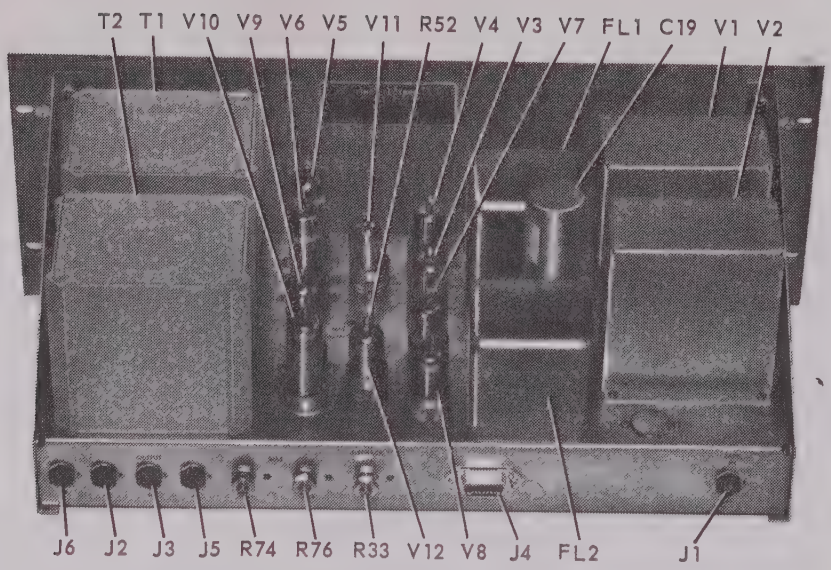

Fig. 4-1A Model GRN-200A Dual Noise Generator, Rear View
h. On the GRN-200A (figures 4-1A and 4-1B), check the filament voltage of the 6D4 tubes (V1 and V2). The voltage must be 6.3 volts (+0, -5)%.
k. To perform the bias adjustments for the GRN-200A, refer to figures 4-1A and 4-1B and proceed as follows:
(3). Repeat step (2) for tubes V9 and V10. R52 adjusts balance, and R76 adjusts current.